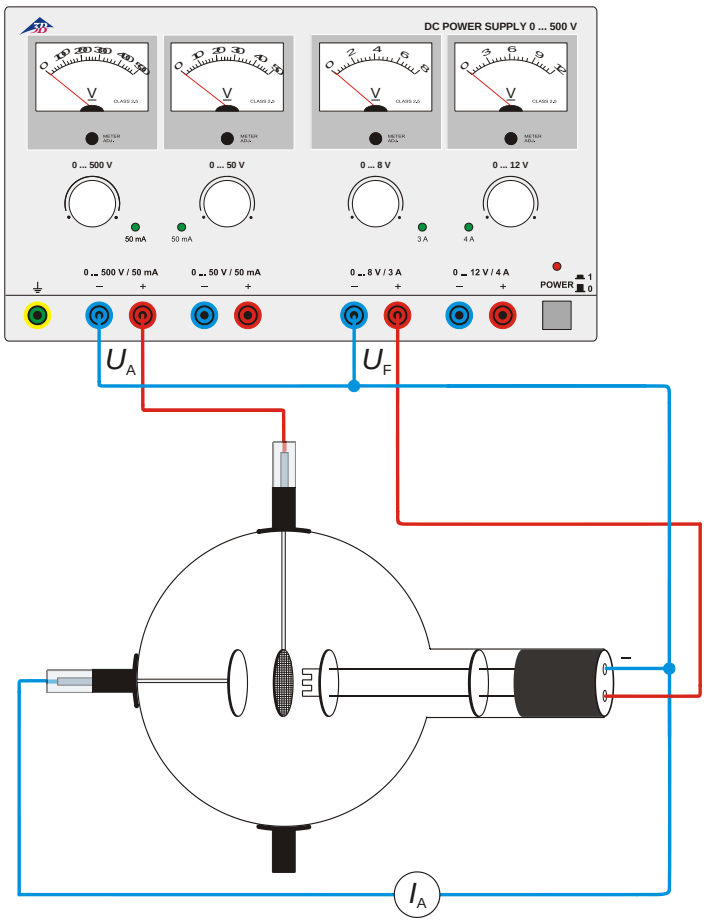

Fig. 3 Erzeugung von Kathodenstrahlen
- Schaltung gemäß Fig. 3 vornehmen, so dass Gitter und Kathode eine Diode repräsentieren. Dabei den Minuspol der Anodenspannung U_A an die mit Minus gekennzeichnete 4-mm-Buchse am Röhrenhals anschließen.